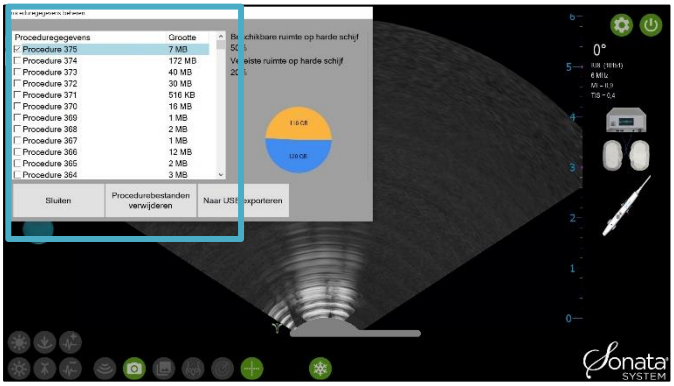

Afbeelding 6-22. Selecteer bestanden en klik vervolgens op de knop ‘Procedurebestanden verwijderen’ om beeldbestanden van het systeem te verwijderen.
- Selecteer in het paneel aan de linkerkant van het venster ‘Procedureverkenner’ het bestand dat of de bestanden die u wilt verwijderen; zie afbeelding 6-22.
- Klik op de knop ‘Procedurebestanden verwijderen’; zie afbeelding 6-22.